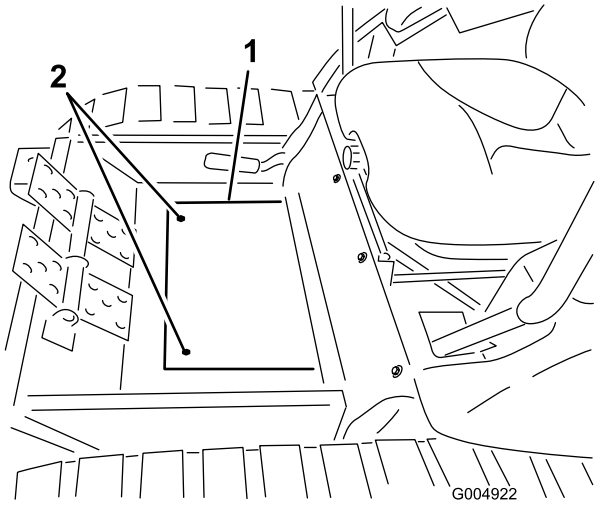

Figur 58
4. Monter gulvpladedækslet (Figur 58).